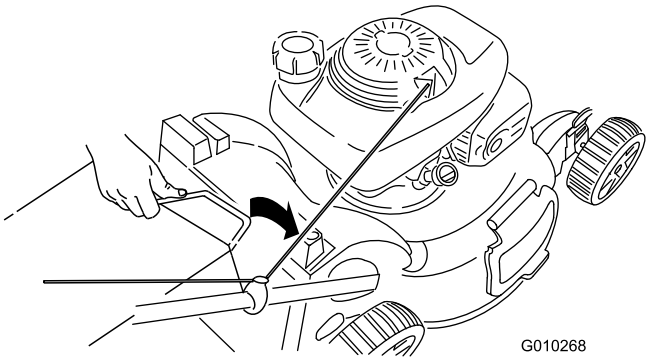

Figur 29
3. Sæt græsposehåndtaget ind i rillerne øverst på maskinen (Figur 29).